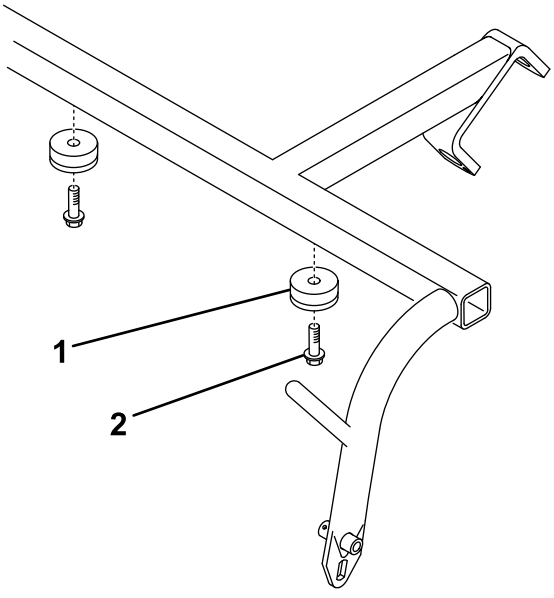

图 3
5. 用 2 个自攻螺丝将 2 个缓冲器固定到牵引架的下侧图 3。